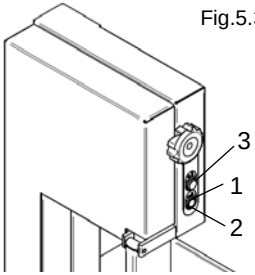

Fig.5.3.1
5.3 - *Avviamento del segaossa (Fig. 5.3.1)*
5.4 - *Arresto della macchina (Fig. 5.3.1)*